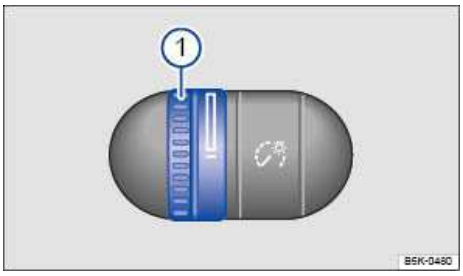

Fig. 76 To the left of the steering wheel: Thumbwheel to adjust instrument panel lighting 1.
When the lights are on, the brightness of the instrument panel lighting is adjusted by turning the thumbwheel ⇒ fig. 76 (1).